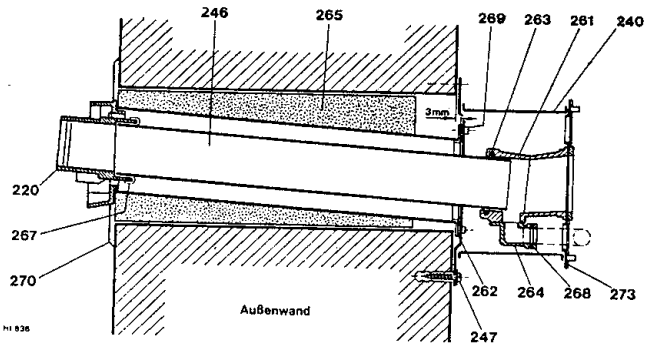

Bild 19
Montage-Anschlußplatte montieren, Doppelrohr (246, 265) von Abgaskasten abmontieren durch Lösen der Befestigungsmuttern (269, Bild 19) und Auseinanderziehen.
Der Flansch des Doppelrohres soll 3 mm über die Wandfläche herausstehen (siehe Bild 19). Falls der Flansch etwas zu tief sitzt, ist die beiliegende Schaumstoffdichtung (262) zwischen Flansch und Abgaskasten zusätzlich einzulegen.
Das Gerät wird nach hinten geschoben. Dabei müssen die Bolzen (253) des Abgaskastens in die entsprechenden Bohrungen der Rückwand geschoben werden. Hierdurch wird gleichzeitig das Abgaskondensatrohr (238) in den Kondensatanschluß (264) eingeführt und durch den O-Ring (268) abgedichtet (s. Bild 19, 22, 30).